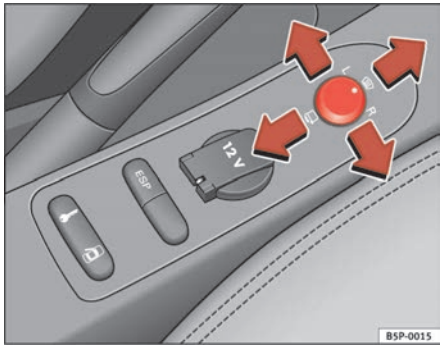

Fig. 90 Exterior mirror control
1. Turn knob ⇒ fig. 90 to position **L** (**left exterior mirror**).
– Turn the knob forwards to the central position ⇒ fig. 90 (1) so that the heated rear view mirrors warm up and the heated windscreen* in the wiper blade rest area is activated ⇒ page 121.
– Turn the control ⇒ fig. 90 to position to fold in the exterior mirrors. You should always fold in the exterior mirrors if you are driving through an automatic car wash. This will help prevent damage.